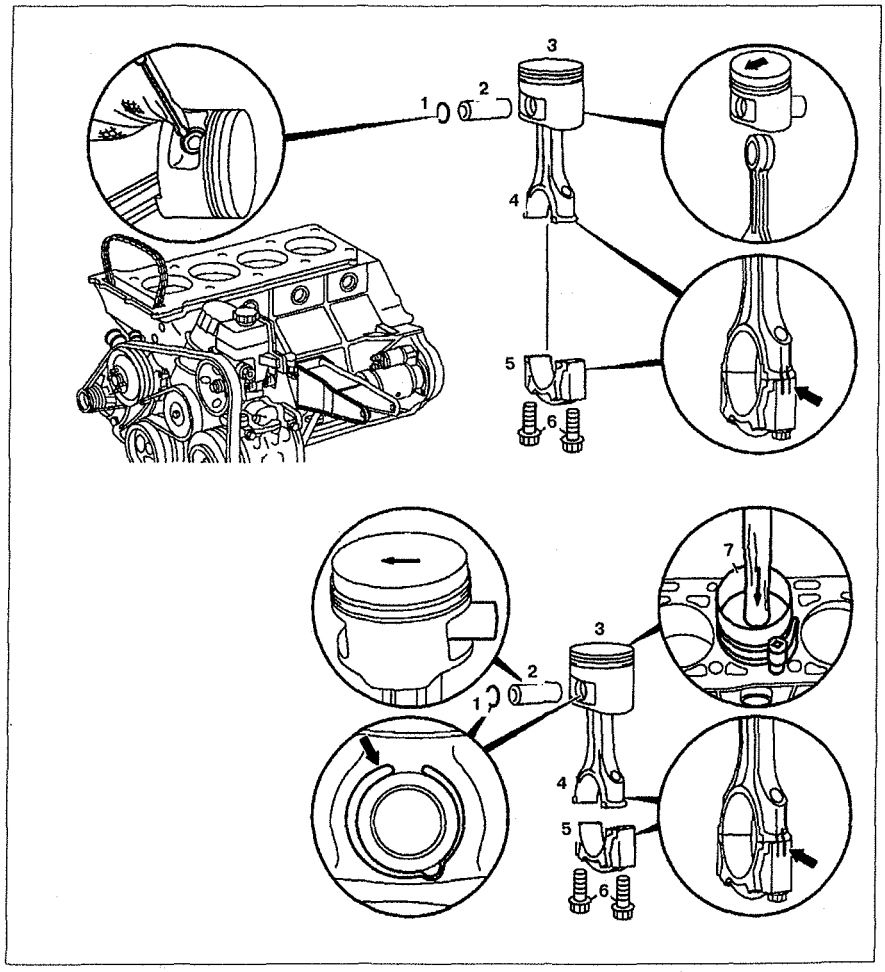

Рис. 2.51. Снятие и установка поршней:
4. Снимите шатунные крышки **5** (см.рис.2.51). Пометьте шатун **4** и крышку **5 (стрелка)**.